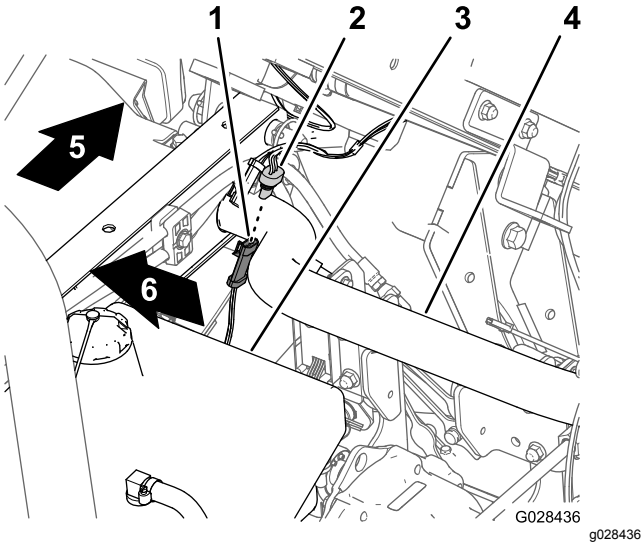

Figur 17
1. På sprøjtens ledningsnet skal du finde konnektoren med 3 sokler for hastighedssensorens kredsløb (Figur 17).
2. Slut konnektoren med 3 ben, der sidder i maskinens ledningsnet til hastighedssensoren, til konnektoren med 3 sokler, der sidder i sprøjtens ledningsnet til hastighedssensoren (Figur 17).